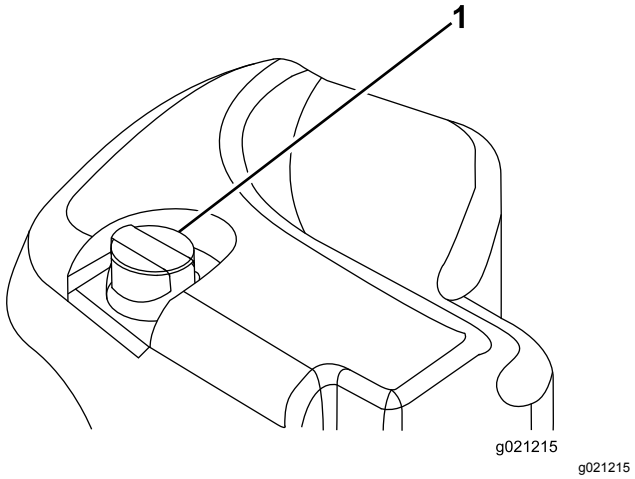

Figure 33
2. Nettoyez la surface autour du goulot et du bouchon de remplissage du réservoir hydraulique (Figure 33).